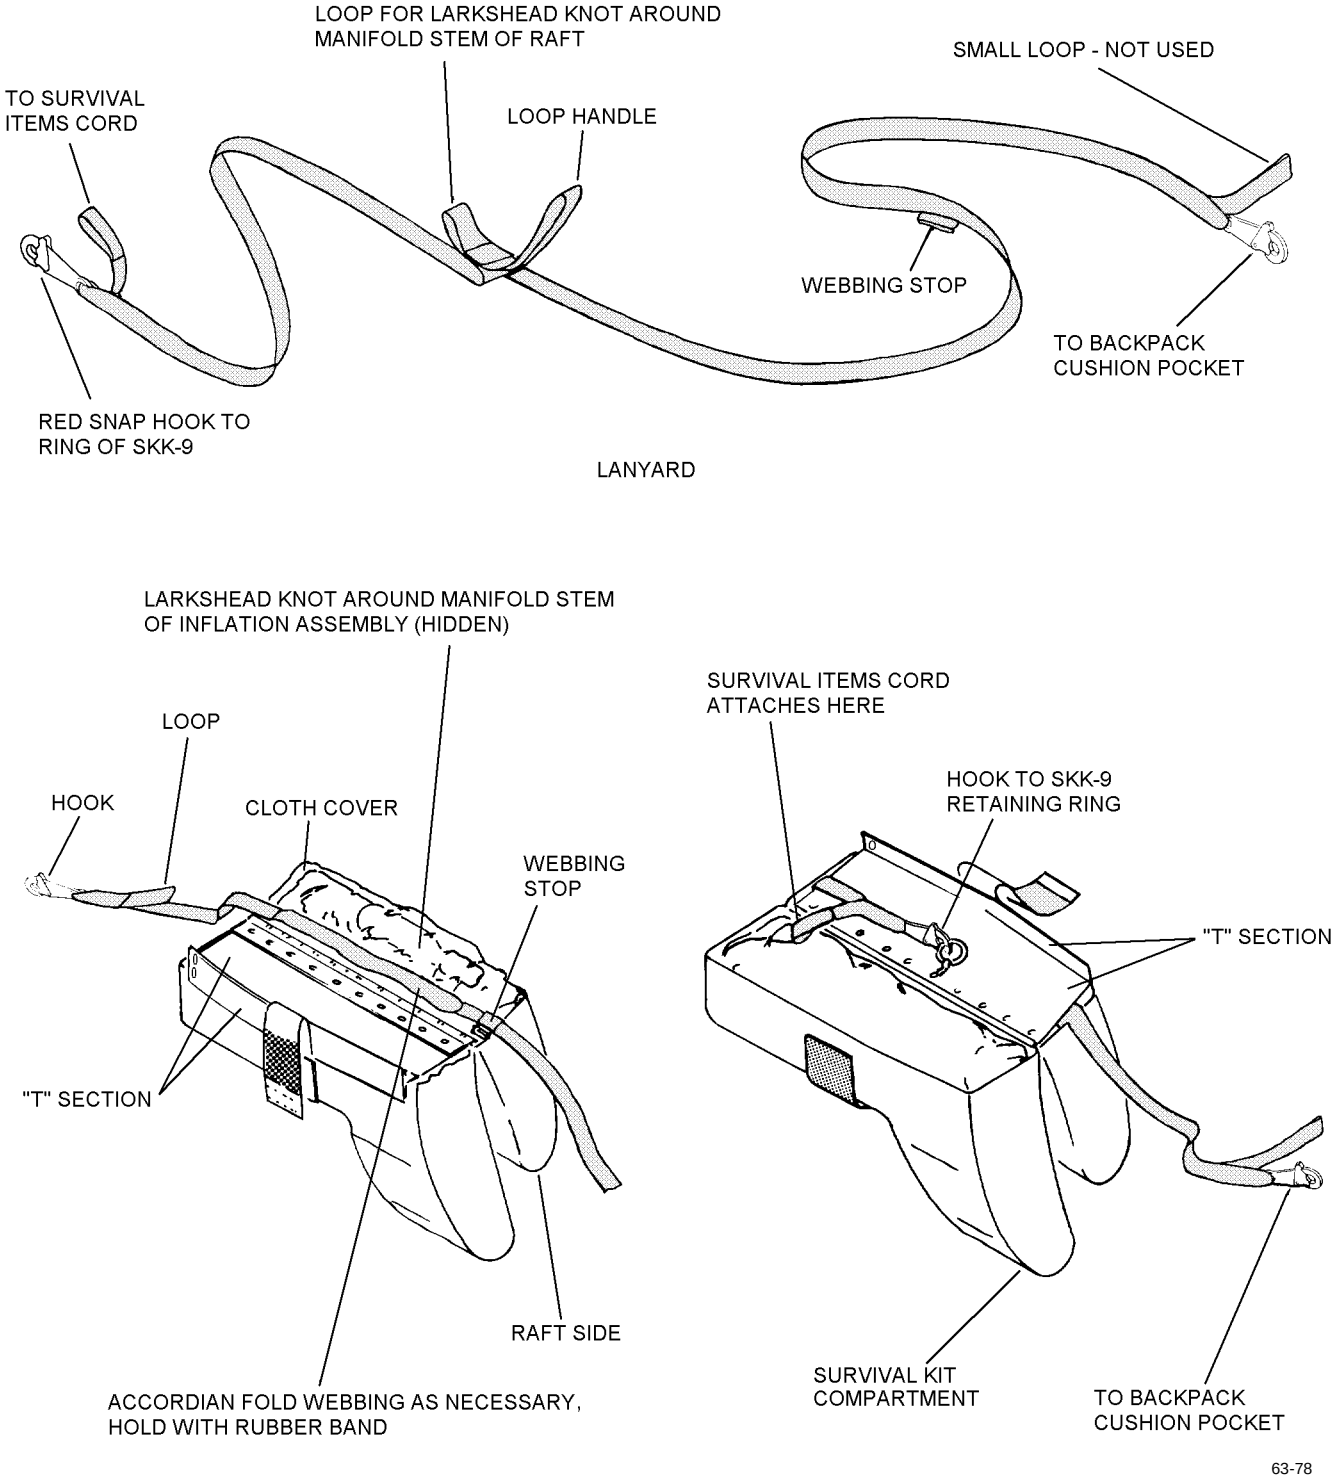

Figure 3-5. Lanyard Rigging
10. Accordion-fold the webbing as shown. Fold most of the webbing until a short portion is left to hook up to the ring in the equipment container (figure 3-5).